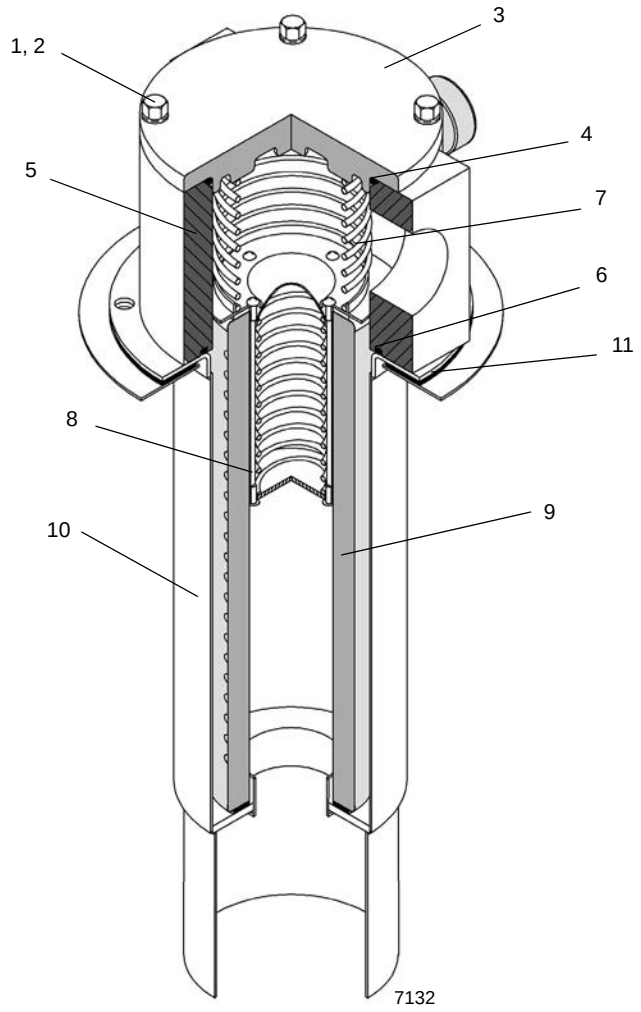

FIGURA 2-4
2. Limpe toda sujeira da cabeça do filtro e da tampa (Figura 2-4).